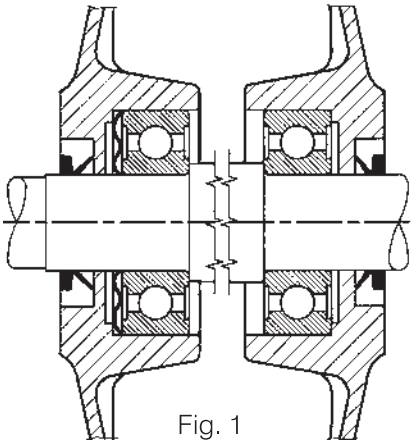
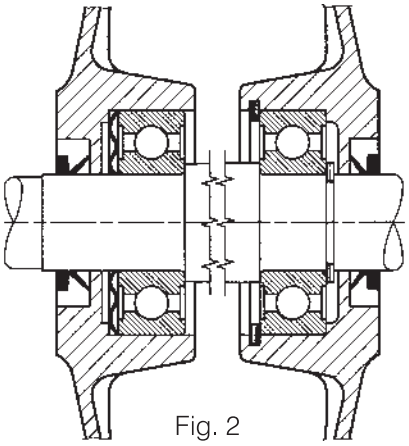
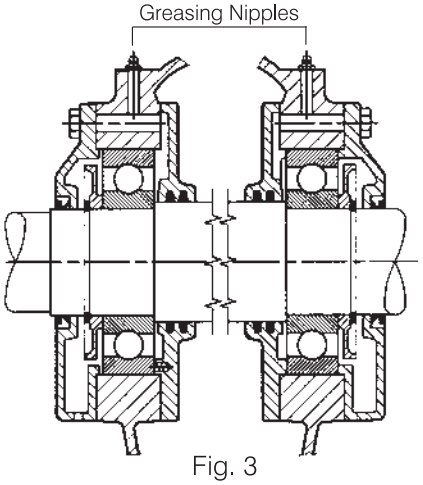
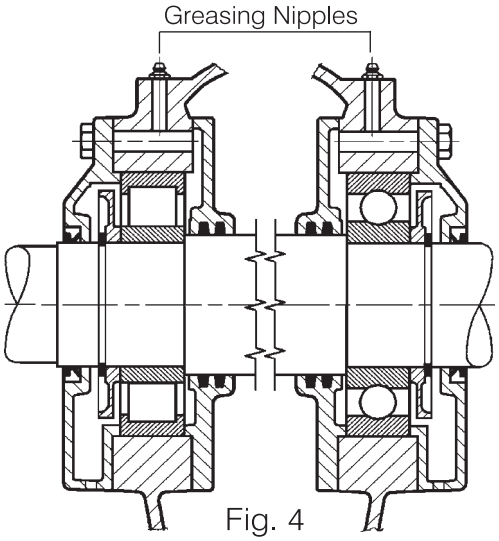

Fig. 1
Fig. 2
Fig. 3
Fig. 4
Single-row deep groove radial ball bearing design is the standard bearing arrangement of GAMAK electric motors. The maximum radial and axial forces which can be subjected to the bearings of standard design (Fig. 1, 2 and 3) are given at page 12 and 13. Reinforced design with cylindrical roller bearing (Fig. 4) should be considered in motors above frame size 160 where external radial force applied on shaft extension is greater than the values given for standard design at page 12. Please consult us if the external axial load subjected on the bearings is even greater than the values given for reinforced design at page 13 as special bearing arrangement may be required.
- Single row deep groove ball bearings are pre-loaded in the axial direction by a corrugated disc springs (Fig. 1 and 2) and helical compression springs (Fig. 3) in order to ensure smooth running (reduced vibrations and noise) which in turn allow the attainment of maximum bearing life.
Motors of frame sizes 56...132 (Fig.1) and frame sizes 160...280 (Fig.2) have double shielded ZZ bearings which are factory grease packed/sealed for life.
On request, motors of frame sizes 56 to 132 can be manufactured in fixed bearing design (Fig.2) in order to avoid the movement of the shaft in axial direction.
Motors of frame sizes 315 and 450 (Fig.3) have open type single-row deep groove ball bearings and are equipped with greasing nipples for re-lubrication during operation. The grease retaining disc between the bearing and the external bearing cap, keeps the grease in the bearing.
The amount of grease to be filled in the bearing should be around 1/3 of its internal volume. Rule of thumb; the inner diameter of the bearing in mm correspords to the minimum amount of grease to be used in g. The regreasable bearings (Fig. 3 and 4) have to be relubricated as per the recommendations given at page 93. However, the re-lubrication should be done after 3 years of operation at the latest or more frequently where unfavaurable operating conditions prevail.